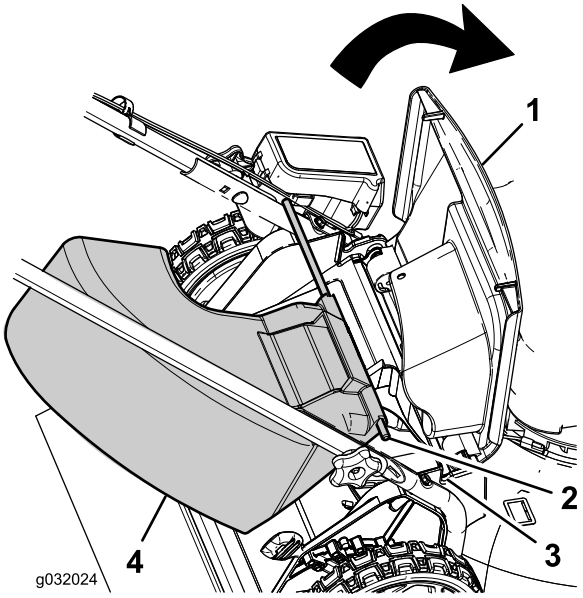

**Figur 21**
1. Lyft upp den bakre gräsriktaren (Figur 21).
2. För in sidoutkastarens stångändar i spåren på handtagsfästena (Figur 21).